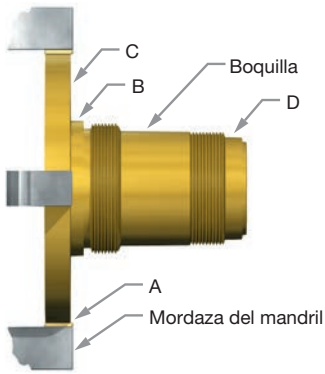

Figura 26: Boquilla colocada en una mordaza
1. Retire la boquilla (2) de la válvula a volver a mecanizar. Si no se puede retirar de la base (1), vuelva a mecanizarla dentro de la base.
2. Configure el torno y la boquilla (2) de la siguiente manera:
- Sujete la boquilla en un portabrocas independiente de cuatro mordazas (o pinza, si corresponde) usando una pieza de material blando como cobre o fibra entre las mordazas y la boquilla (consulte la Figura 26).
- Rectifique la boquilla de modo que las superficies marcadas B, C y D funcionen dentro de 0.001” (0.025 mm) en la lectura total del indicador (consulte la Figura 26).